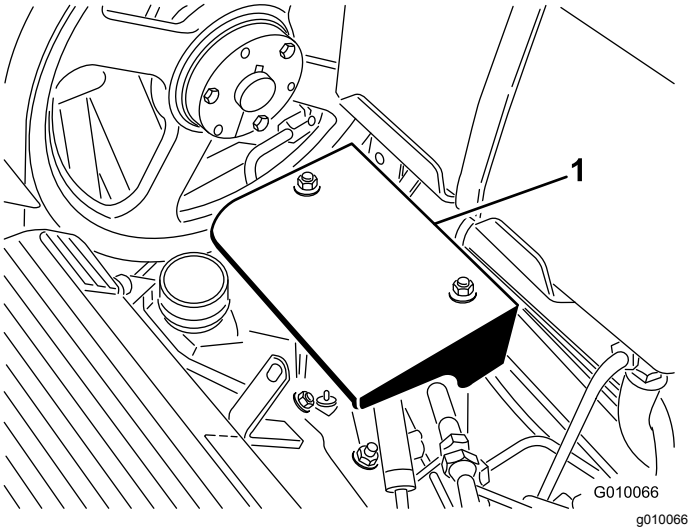

Figur 57
3. Fjern de to festemutterne på pumpeskyddet, og ta av skyddet (Figur 57).